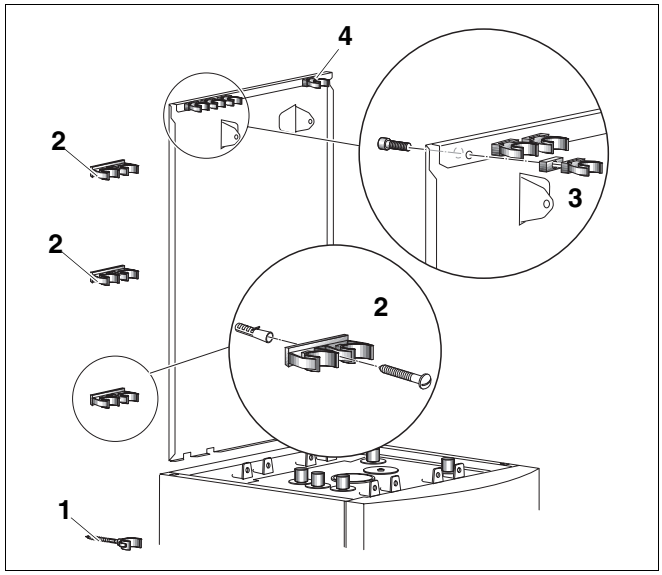

Rys. 26 Rozmieszczenie zamocowań węży i rur
- Przykręcić za pomocą wkrętu zamocowanie rury (rys. 26, **poz.** 3) wraz z elementem dystansowym do ścianki obudowy tylnej.
- Podwójne obejmy (rys. 26, **poz.** 2) i zamocowanie rury (rys. 26, **poz.** 1) syfonu lejkowego przykręcić do ścianki obudowy za pomocą kołka i śruby.